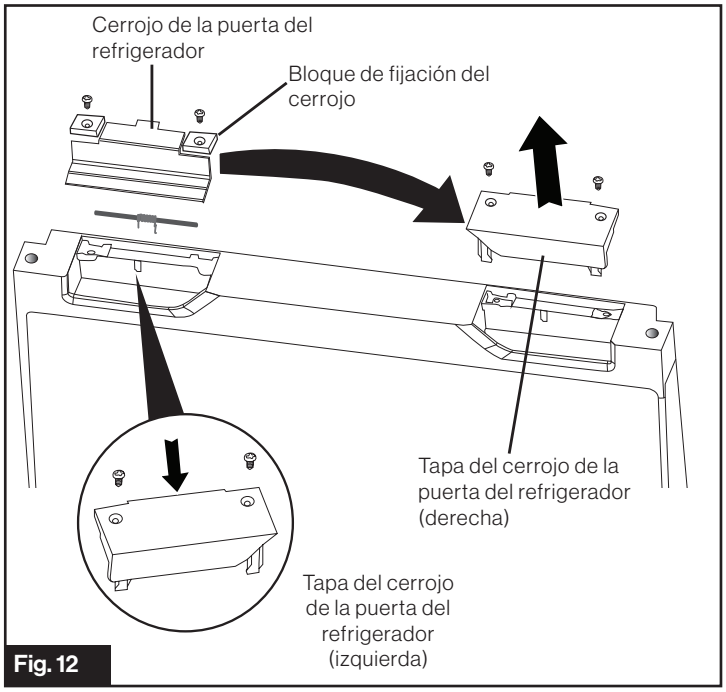

Fig. 12
4. Quite la tapa del cerrojo de la puerta del refrigerador (derecha) y guárdela para usar más adelante. Cambie el cerrojo de la puerta del refrigerador y los bloques de fijación de los cerrojos al lado opuesto. Instale el lado izquierdo de la tapa del cerrojo de la puerta del refrigerador, incluida como accesorio con la unidad, donde se encontraba el cerrojo de la puerta. (Fig. 12)